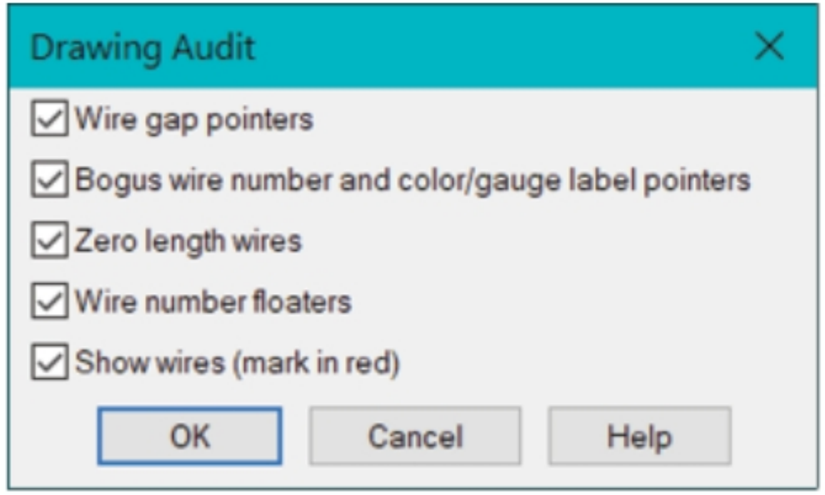

Figure-28. Drawing Audit dialog box with entities to display
- Click on the **OK** button from the dialog box. The **Drawing Audit** dialog box with the options to display in the drawing will be displayed; refer to Figure-28.